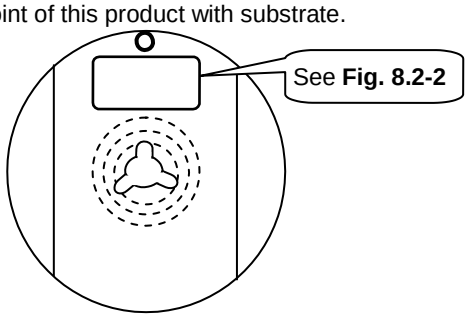

Fig. 8.2-1
1). Marking label information on reels includes (see Fig.8.2-1~2):